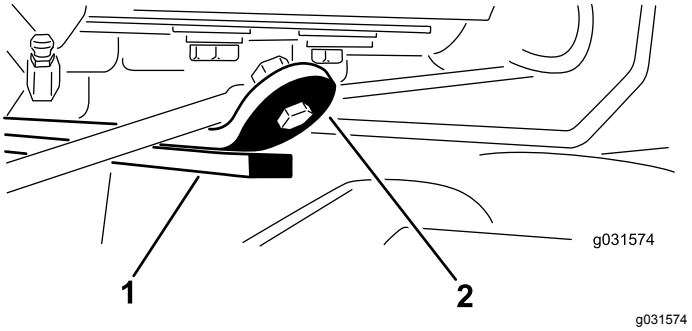

Figura 13
3. Avviate il motore, sollevate gli apparati di taglio e assicuratevi che la distanza tra la cinghia di usura sulla parte superiore della barra di usura dell'apparato di taglio posteriore e la cinghia paracolpi sia pari a 0,51–2,54 mm, come illustrato nella Figura 13.